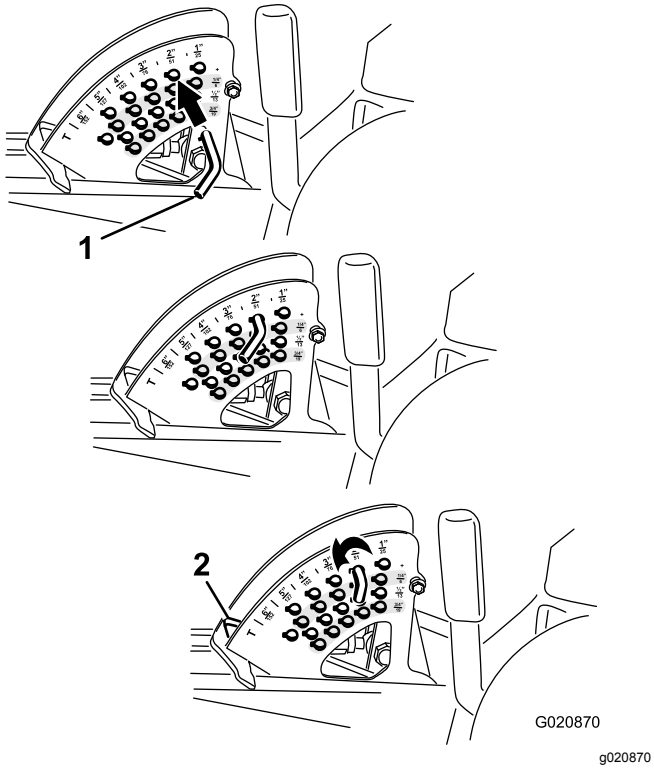

Rysunek 25
2. Obracaj sworzeń blokady, aż znajdujący się w nim sworzeń obrotu zrówna się ze szczelinami w otworach we wsporniku wysokości koszenia, a następnie go wyjmij (Rysunek 25).
3. Wybierz otwór we wsporniku wysokości koszenia odpowiadający żądanej wysokości koszenia, wsuń sworzeń i obróć go w dół do zablokowania na miejscu (Rysunek 25).
Informacja: Istnieją 4 rzędy otworów (Rysunek 25). Górny rząd zapewnia wysokość koszenia podaną nad sworzniem. Drugi rząd zapewnia podaną wysokość plus 6 mm. Trzeci rząd zapewnia podaną wysokość plus 12 mm. Dolny rząd zapewnia podaną wysokość plus 18 mm. Dla położenia 15,8 cm jest tylko 1 otwór znajdujący się w drugim rzędzie. Nie powoduje on dodania 6 mm do położenia 15,8 cm.